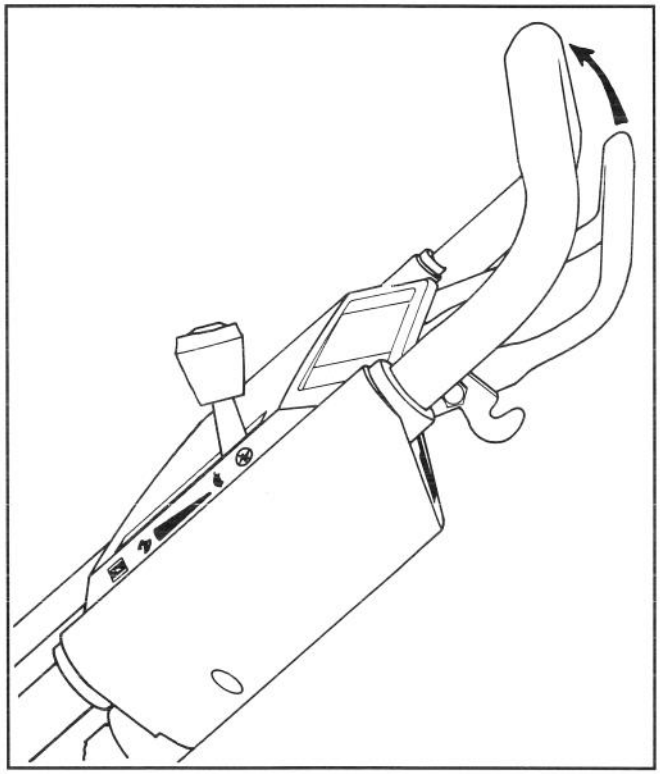

Abbildung 11
5. FAHRBETRIEB (Abb. 11)—Den Antriebshebel gegen den Gestängegriff drücken, um den Mäher in Bewegung zu setzen. Wird der Antriebshebel losgelassen, wird auch der Antrieb ausgeschaltet.